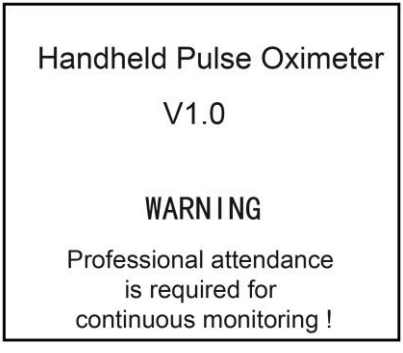

Figura 4.1
- Tenere premuto il tasto "⏻|◀" Accensione/Sinistra per 1-2 secondi per accendere il pulsossimetro. Il pulsossimetro effettuerà un self-test, quindi verrà mostrato il messaggio di avvertimento "Professional attendance is required for continuous monitoring!" e la versione del software, come mostrato nella figura 4.1 (fare riferimento al vostro pulsossimetro per la versione corrente).